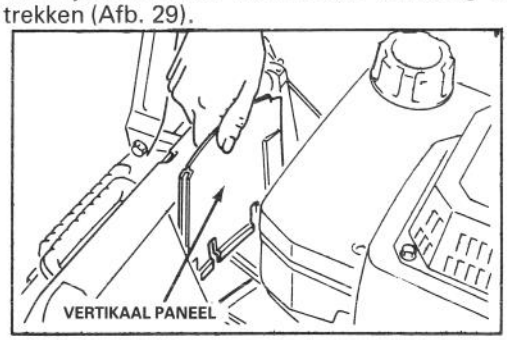

Afbeelding 29
3. Het vertikale paneel voor de transmissie verwijderen door deze recht omhoog te trekken (Afb. 29).